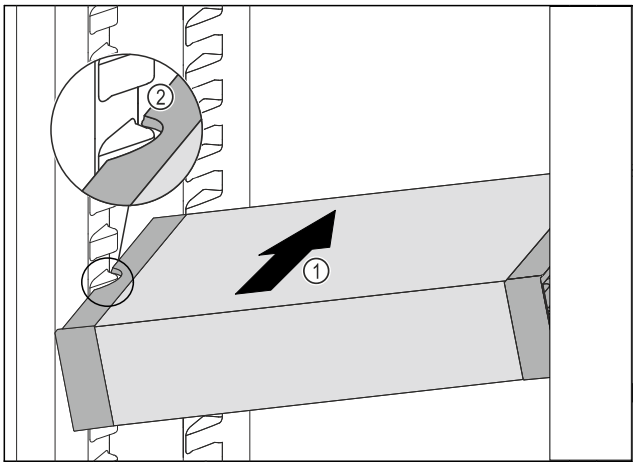

Fig. 173
▶ Iebīdiet VarioSafe slīpi ledusskapja nodalījumā *Fig. 173 (1)*, līdz VarioSafe sānu padziļinājumi *Fig. 173 (2)* atrodas tvertnes ribas augstumā ledusskapja nodalījumā.